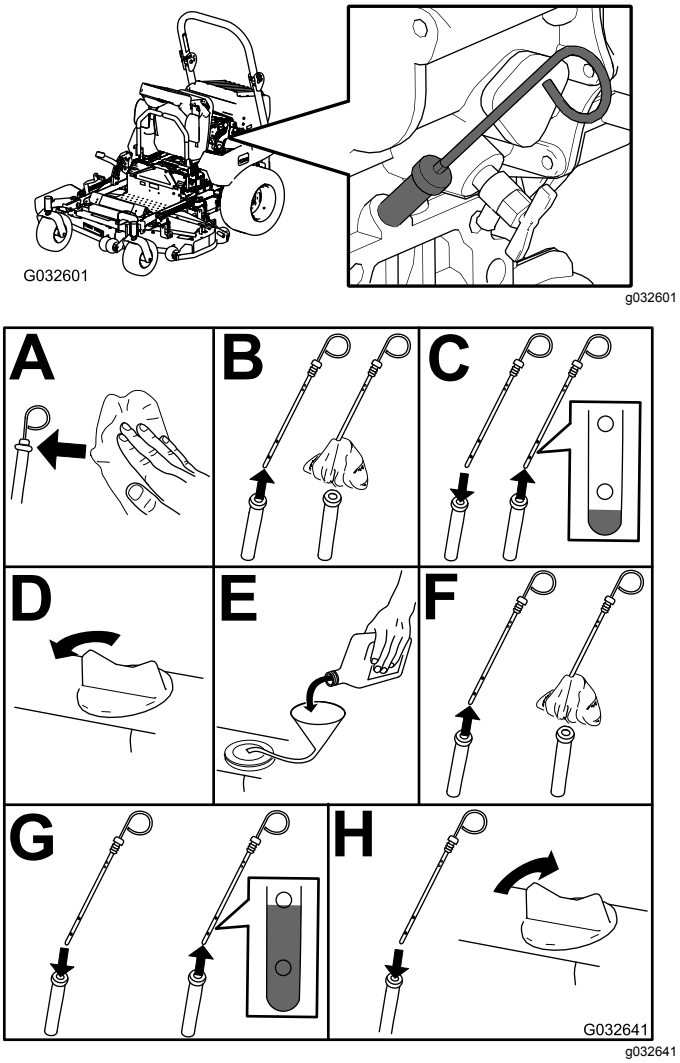

Figur 49
3. Kontroller motoroljenivået (Figur 49).